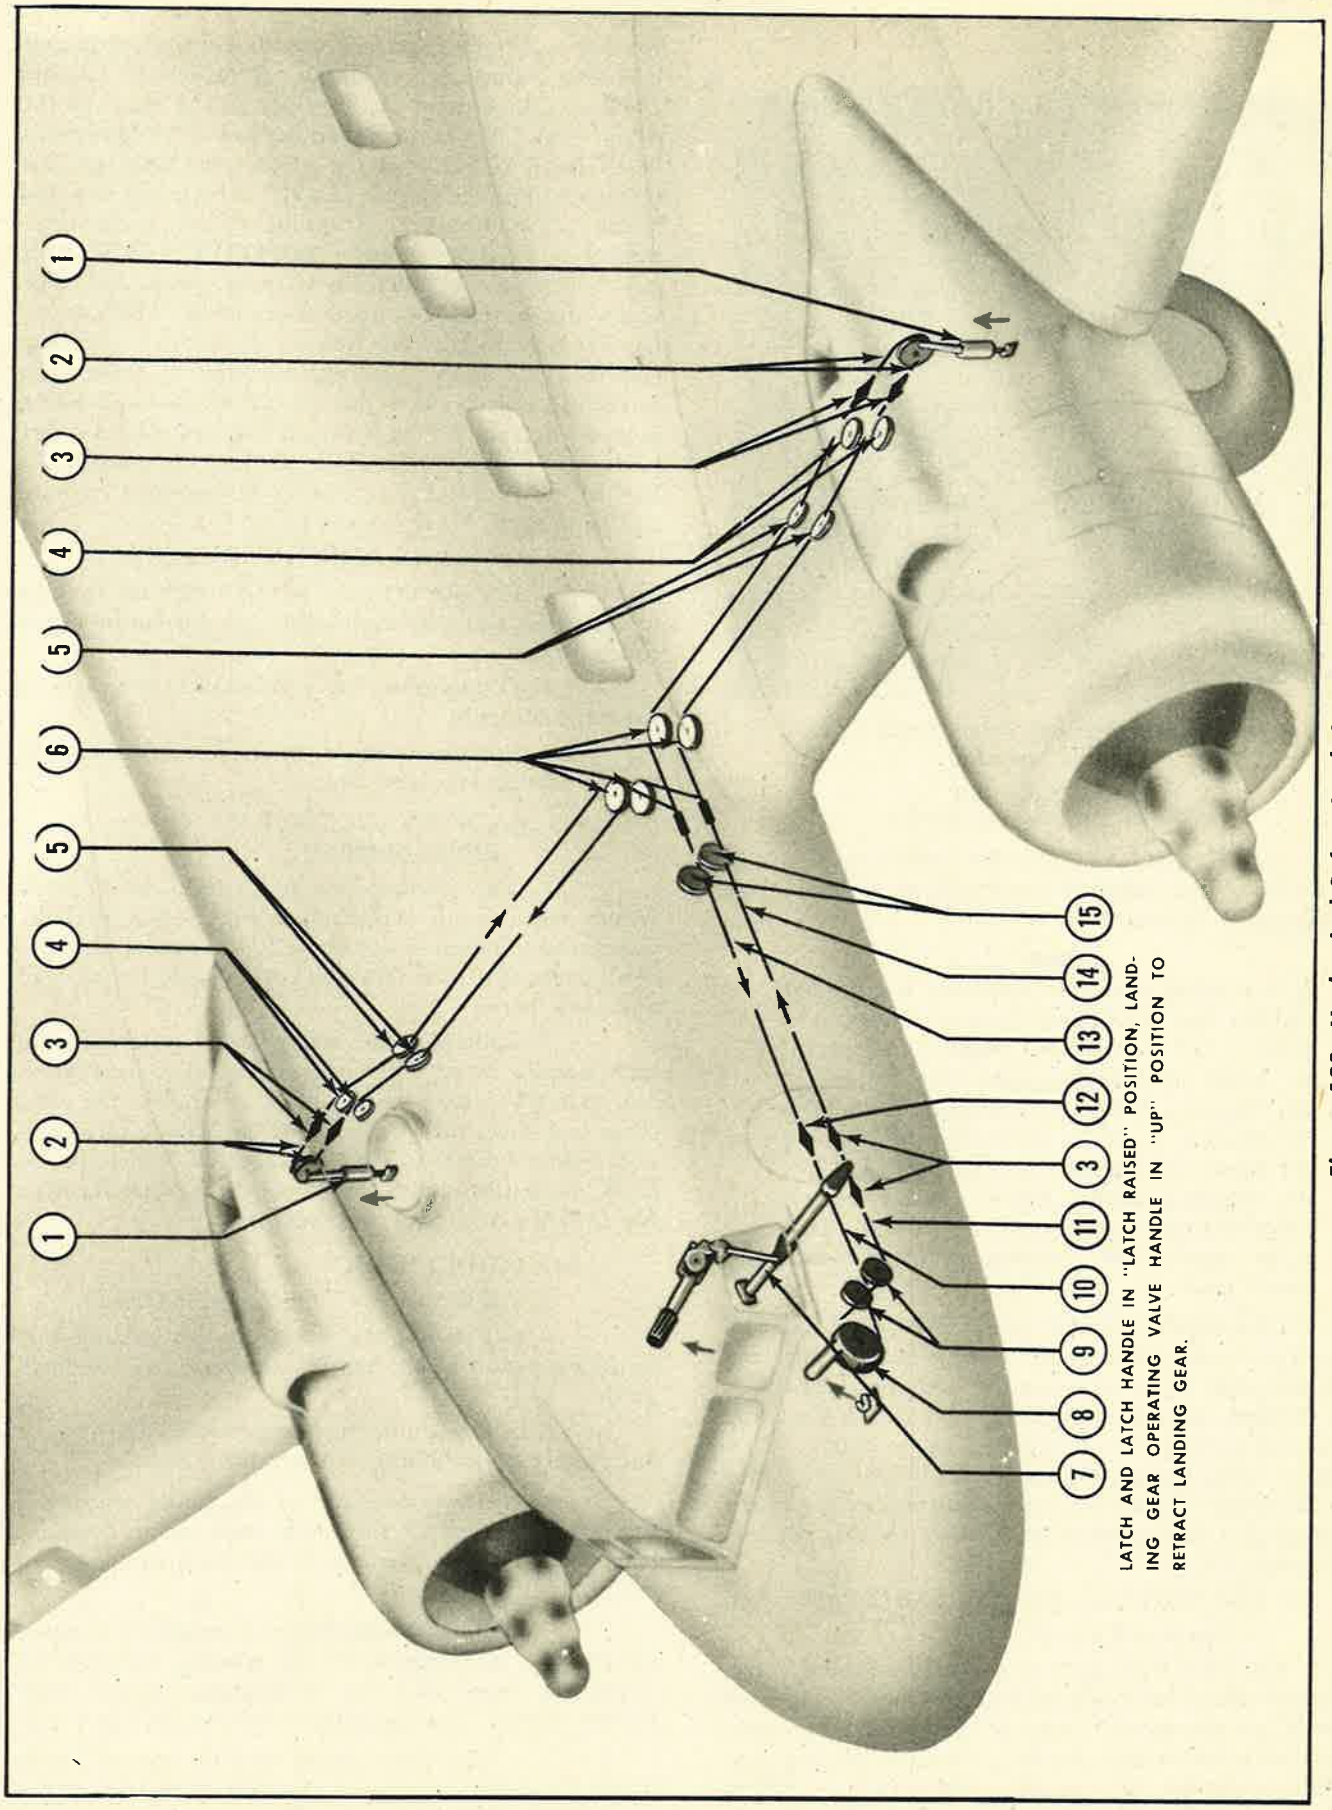

Figure 133—Mechanical Safety Latch System
KEY TO FIGURE 133
(3) MECHANICAL SAFETY LATCH SYSTEM. *(See figure 133.)*